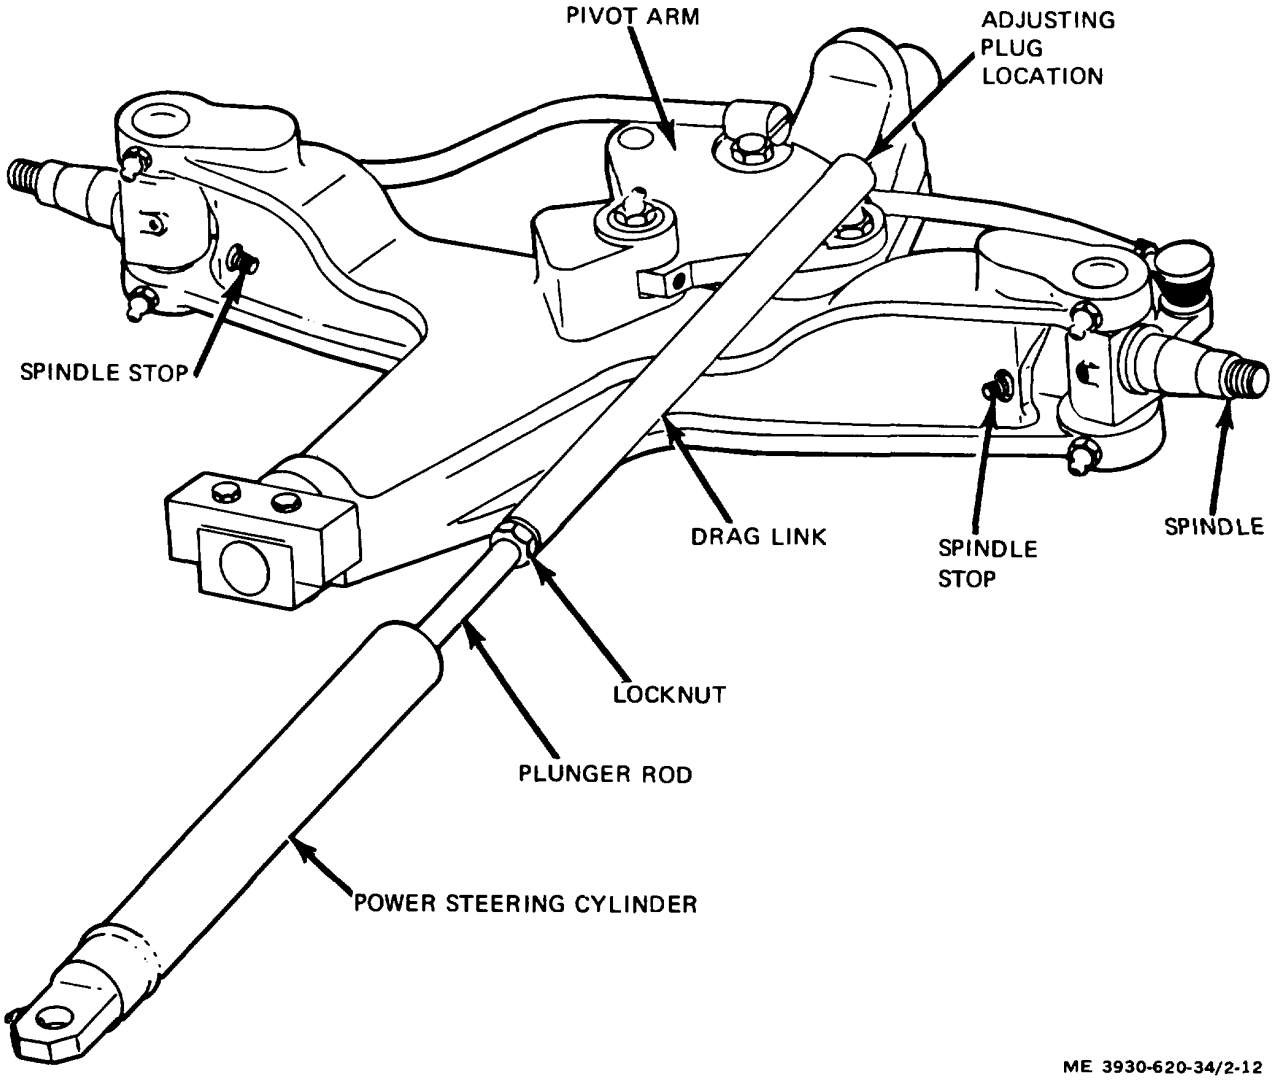

Figure 2-12. Drag link removal and installation.
a. Removal. (fig. 2-12.)
(1) Disconnect battery and discharge capacitors (para 2-5).
(2) Using a suitable lifting device, raise rear end of lift truck.
(3) Install blocking and remove lifting device.
(4) Loosen adjusting plug in pivot arm end of drag link.
(5) Remove drag link from pivot arm ball stud.
(6) Loosen locknut and unscrew drag link stud. from power steering cylinder plunger rod.
b. Installation and Adjustment. (fig. 2-12.)
(1) Position steer wheels in a straight ahead position (parallel with side of lift truck).
(2) Set the power steering cylinder plunger rod half way out of the cylinder.
(3) Screw the drag link onto the plunger rod far enough to install the drag link socket onto the ball on the pivot arm.
(4) Tighten the locknut.
(5) Tighten the adjusting plug just enough to prevent end play.
(6) Secure adjusting plug in position with cotter pin.
(7) Check that both wheel spindles contact spindle stops to prevent bottoming of piston in power steering cylinder. If necessary, adjust by loosening locknut and moving plunger rod in or out.
(8) Install lifting device and remove blocking.
(9) Lower lift truck.